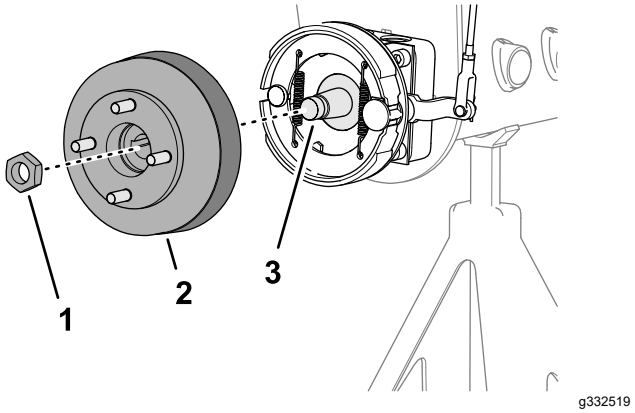
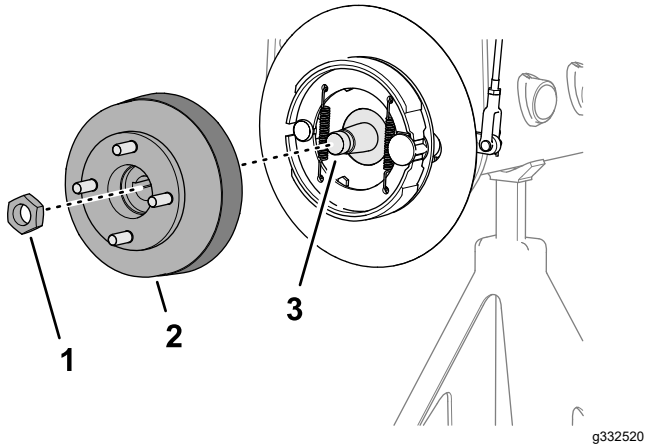

**Figur 72**
**Figur 73**
3. Monter hjulnavet og bremsetrommelen på hjulmotorakselen (Figur 72 eller Figur 73).
4. Fest hjulnavet til akselen med låsemutteren (Figur 72 eller Figur 73), og stram for hånd.